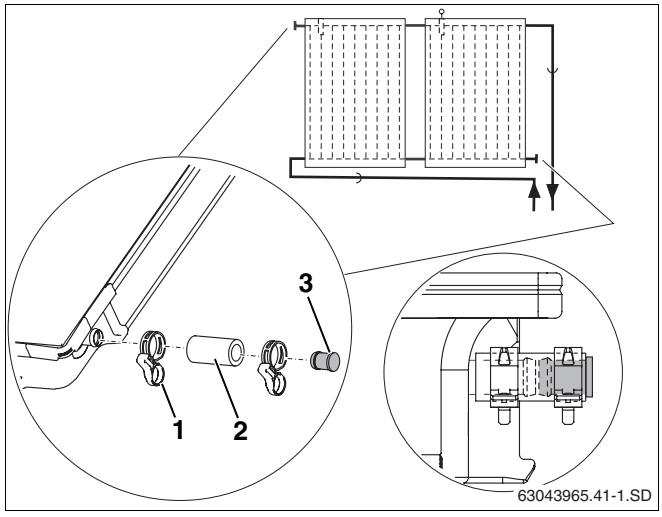

Abb. 43 Blindstopfen und Federbandschelle montieren
- Solarschläuche 55 mm (Abb. 43, **Pos. 2**) mit dem vormontierten Blindstopfen auf die beiden freien Anschlüsse des Kollektorfeldes stecken.